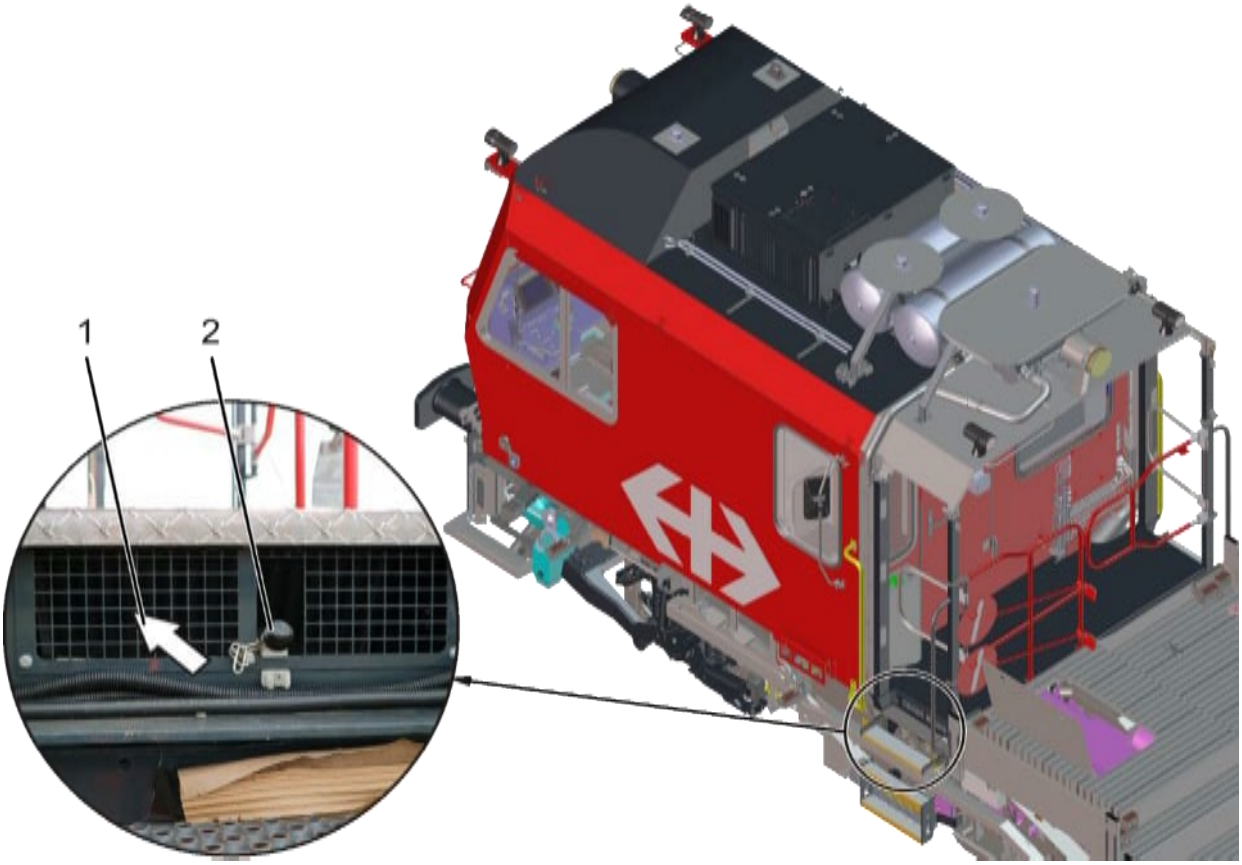

Fig. 15: Ingresso aria di combustione (M1)
L'aria di combustione del motore diesel principale viene aspirata attraverso una presa disposta in basso a sinistra, in direzione di marcia 1, sulla fiancata in corrispondenza delle scalette, cfr. Fig. 15 (1).
In caso di forti nevicate è possibile commutare l'aspirazione dell'aria in modo che non sia aspirata attraverso la fiancata del veicolo, ma dal basso. La commutazione si esegue dall'esterno azionando la leva, cfr. Fig. 15 (2) e assicurando la leva in posizione tramite una copiglia.